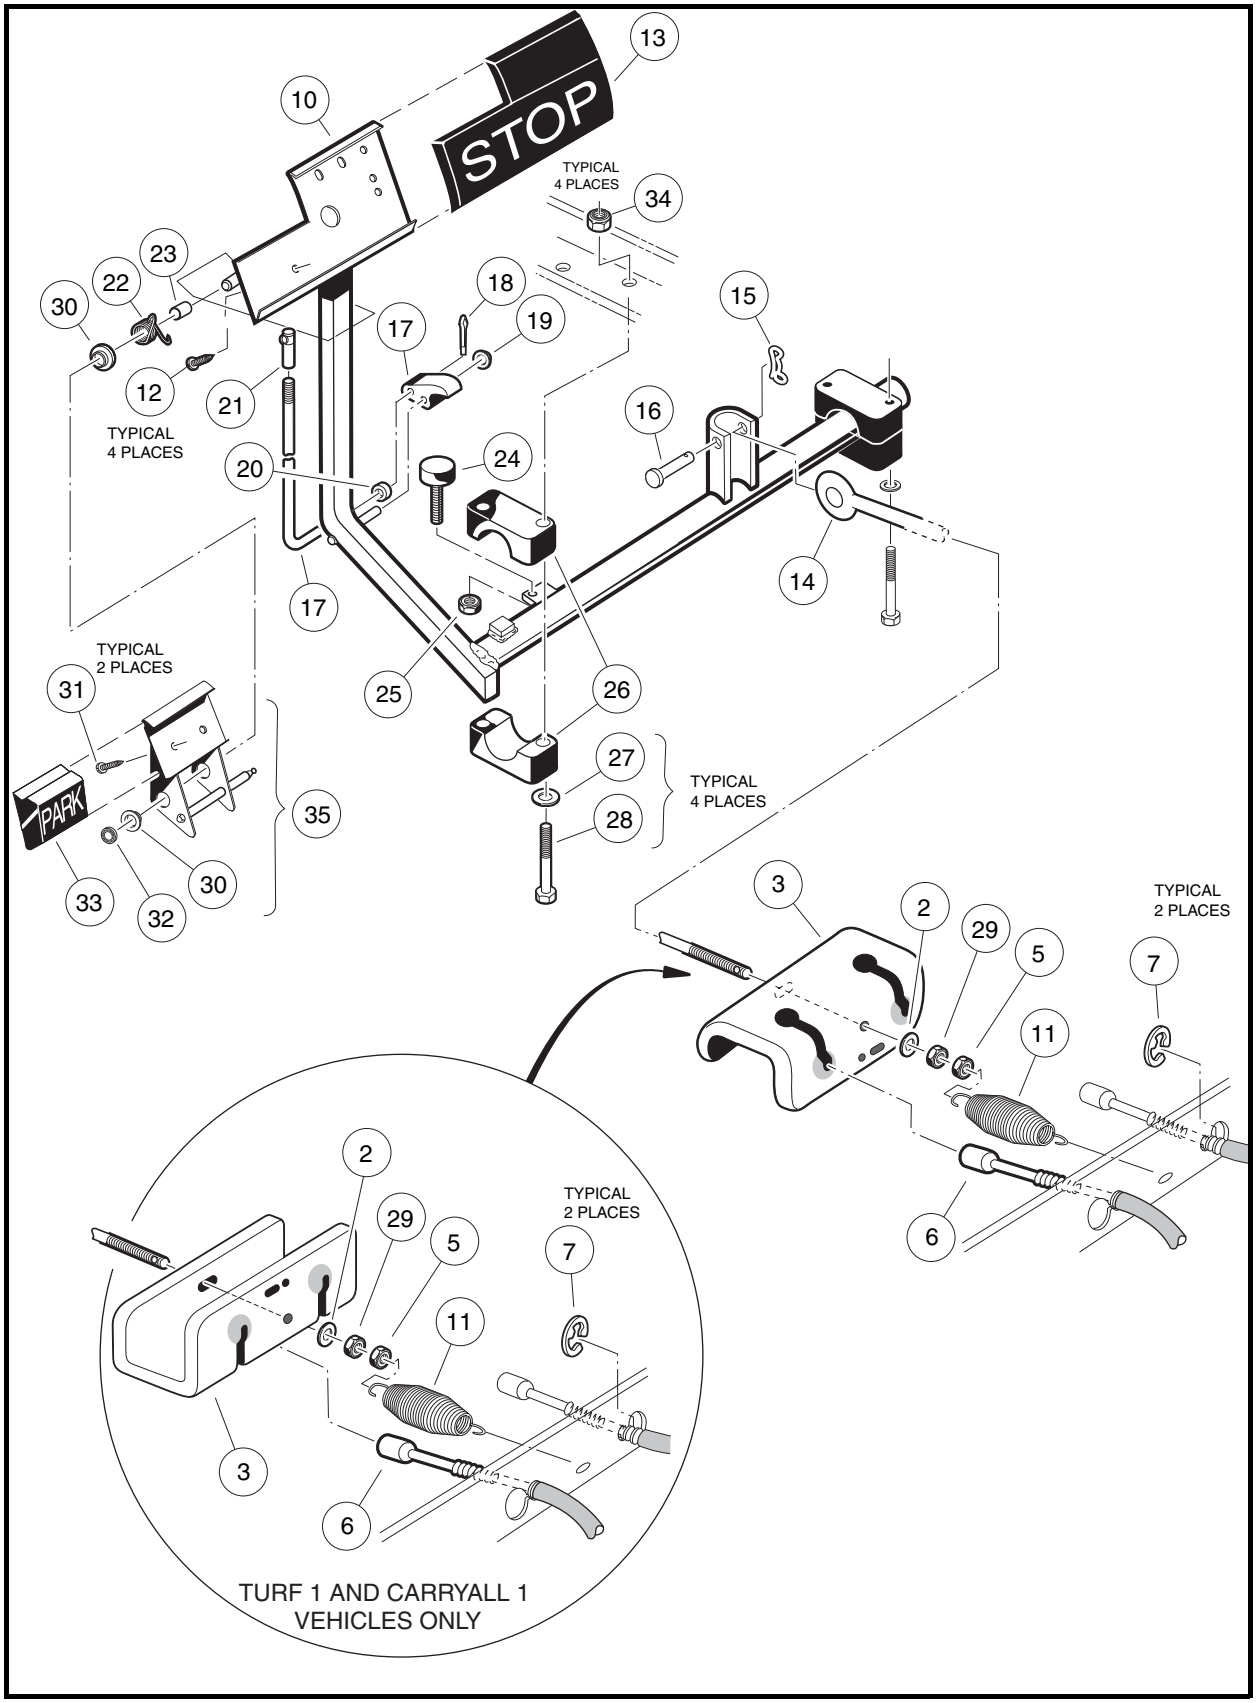
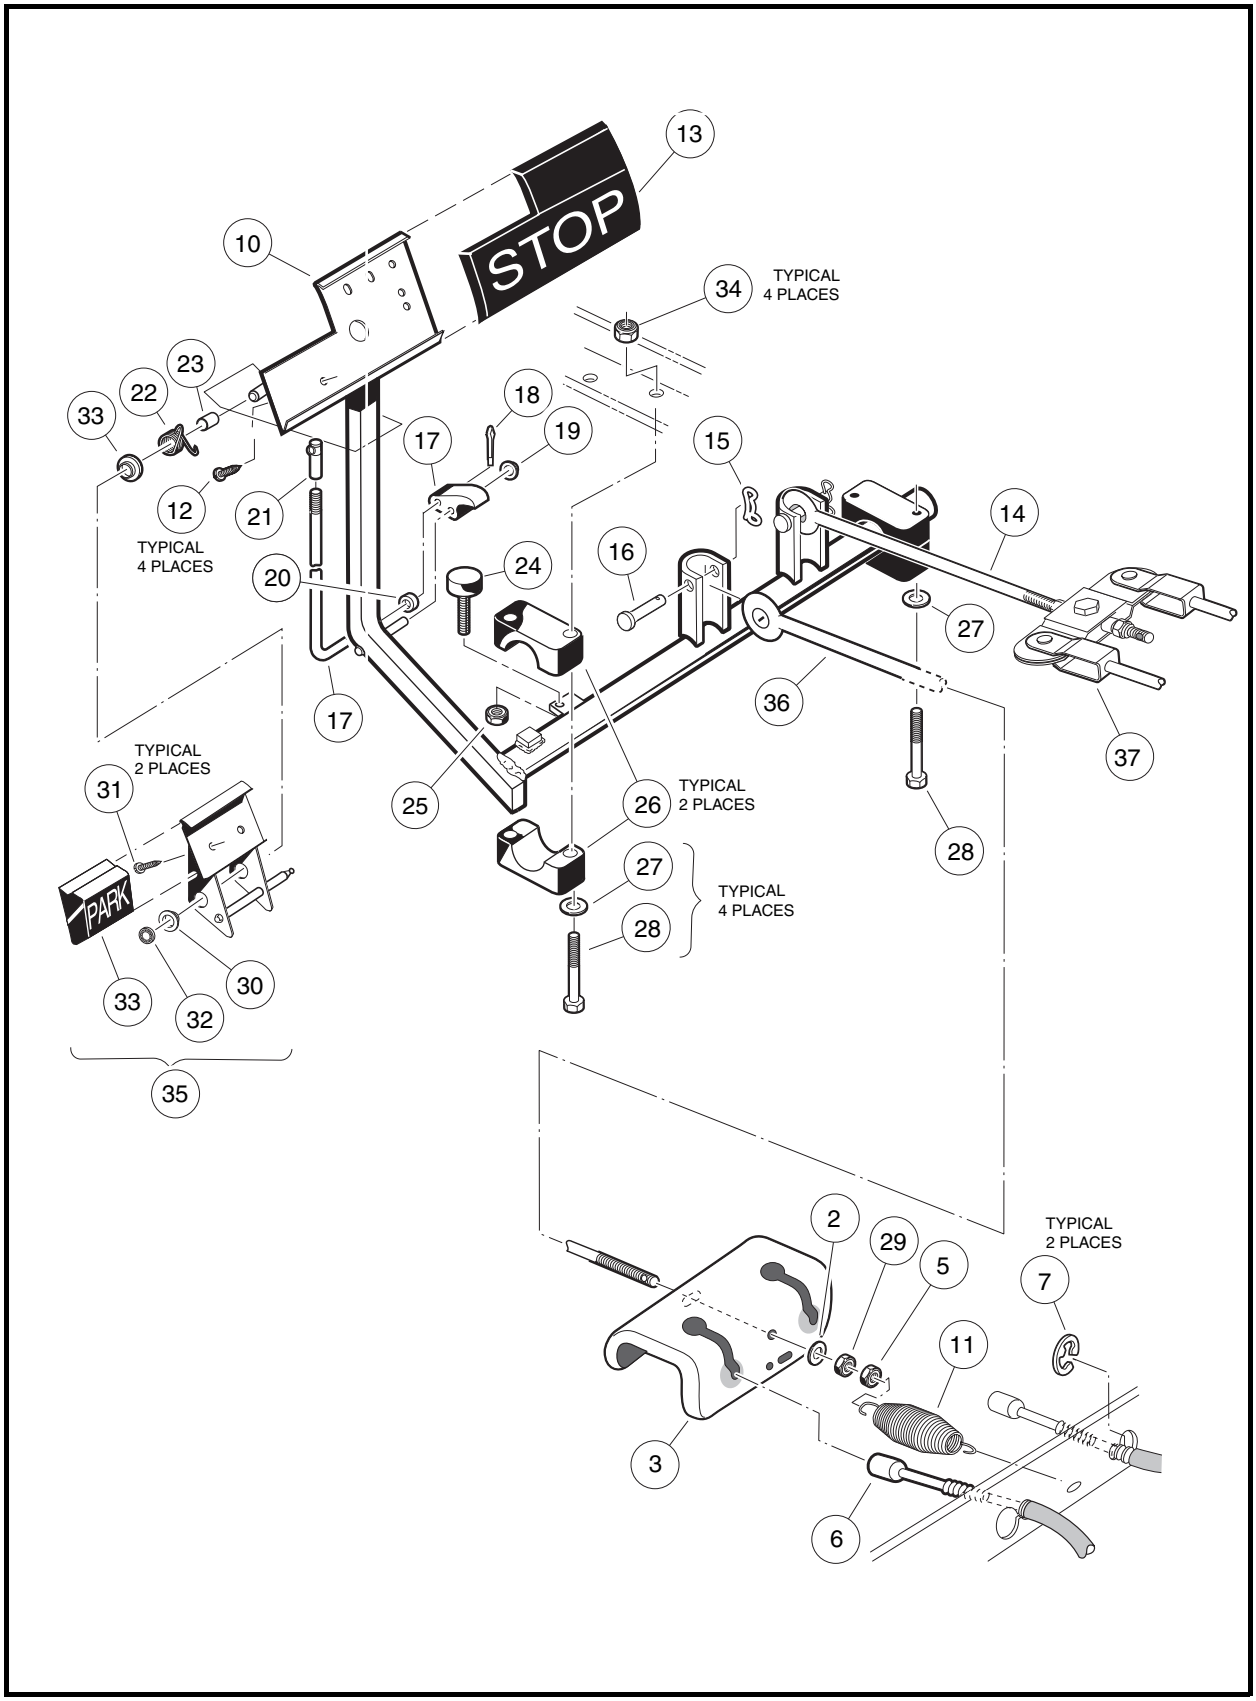
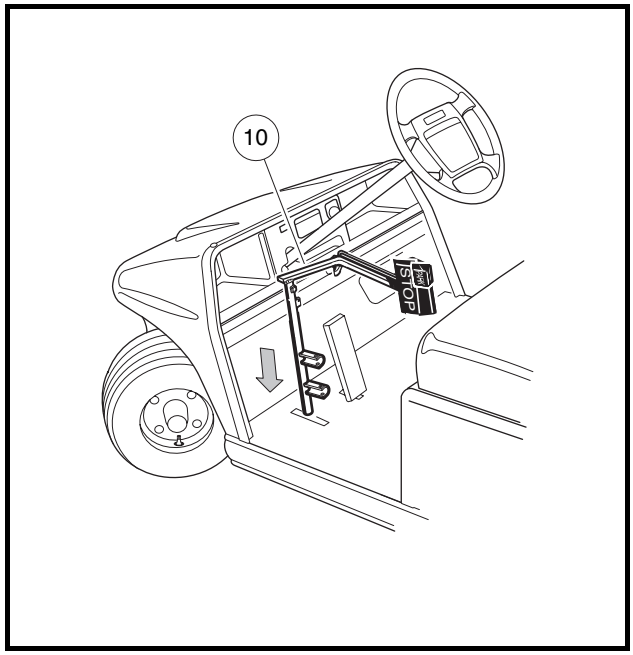

Figure 5-1 Brake and Park Brake Pedal Assembly and Mounting – Two-Wheel Brake Vehicles
Figure 5-2 Brake and Park Brake Pedal Assembly and Mounting – Four-Wheel Brake Vehicles
Figure 5-3 Brake Pedal Weldment Through Floor
- 3.1. Disconnect the equalizer rod(s) (14 and 36) from the pedal shaft by removing the clevis pin(s) (16) and bow-tie pin(s) (15) **(Figure 5-1, Page 5-2 or Figure 5-2, Page 5-3)**.
- 3.2. Remove the nuts (34), flat washers (27), bolts (28), and mounting blocks (26). If the mounting blocks (26) show signs of excessive wear or are damaged, they must be replaced with new ones before installing pedal assembly **(Figure 5-1, Page 5-2 or Figure 5-2, Page 5-3)**.
- 3.3. Remove the nut (25) and brake stop bumper (24) **(Figure 5-1, Page 5-2 or Figure 5-2, Page 5-3)**.
- 3.4. Lift the pedal assembly (10) through the floorboard **(Figure 5-3, Page 5-4)**.
1. From the top side of the floorboard, insert the brake pedal assembly (10) **(Figure 5-1, Page 5-2 or Figure 5-2, Page 5-3)** through the opening in the floor as shown **(Figure 5-3, Page 5-4)** and install the brake pedal stop bumper (24) **(Figure 5-1, Page 5-2 or Figure 5-2, Page 5-3)** on the brake pedal assembly, but do not tighten the jam nut (25) at this time.
2. Secure the equalizer rod(s) (14 and 36) to the brake pedal assembly (10) with clevis pin(s) (16) and bow-tie pin(s) (15) as shown **(Figure 5-1, Page 5-2 or Figure 5-2, Page 5-3)**. Tighten to 17 in-lb (1.9 N·m). **See following NOTE.**
3. Position and attach brake pedal assembly, mounting blocks (26), and washers (27) to vehicle frame as shown. Tighten the bolts (28) and nuts to 113 in-lb (12.8 N·m) **(Figure 5-1, Page 5-2 or Figure 5-2, Page 5-3)**.
3.1. To remove the park brake rod and pawl assembly (17 through 20), remove the push nut (19) and disconnect the ball joint sleeve (21) from the park brake pedal (35) **(Figure 5-1, Page 5-2 and Figure 5-2, Page 5-3). See following NOTE.**